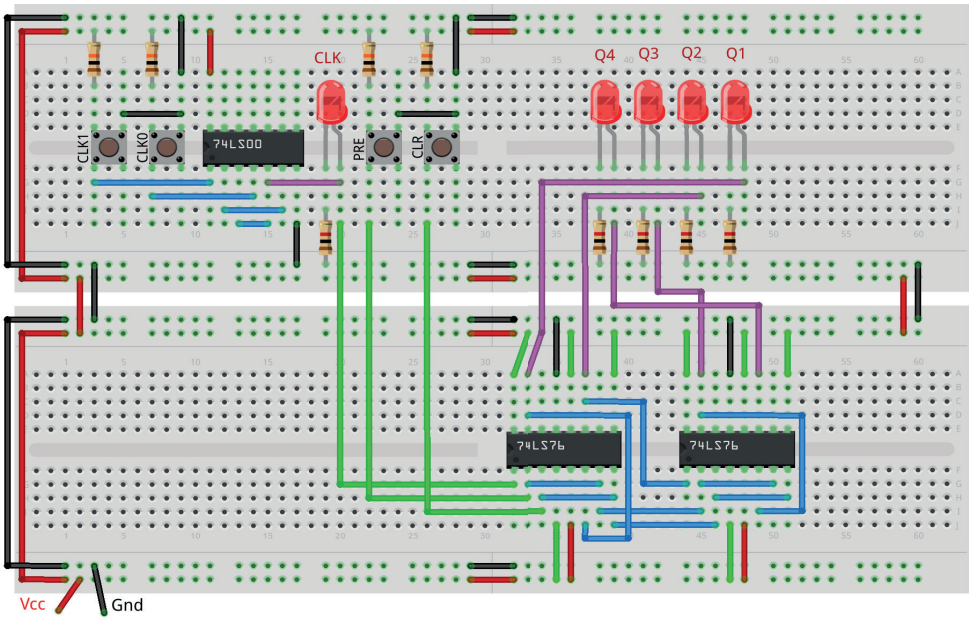

Figura 10.8 – Disposição dos componentes na placa de montagem.
1. Monte o circuito na placa de montagem, conforme figura 10.8.